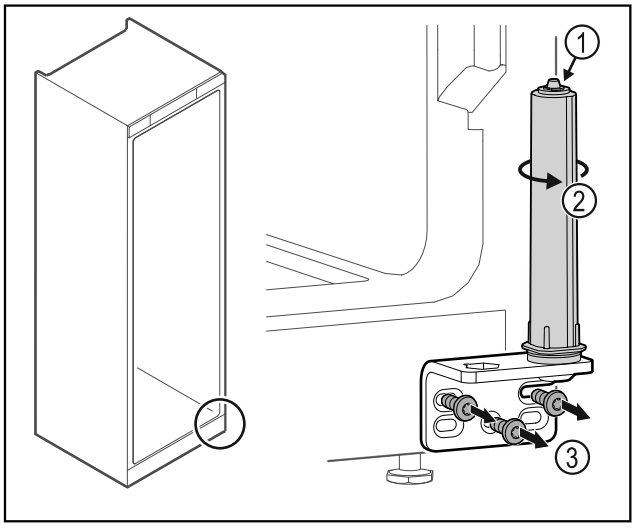

Fig. 30
▶ Nu dezasamblați sistemul de închidere al ușii *Fig. 30 (1)*.
▶ Rotiți *Fig. 30 (2)* sistemul de închidere, până când face clic.
▶ Deșurubați *Fig. 30 (3)* colțarul balamalei.